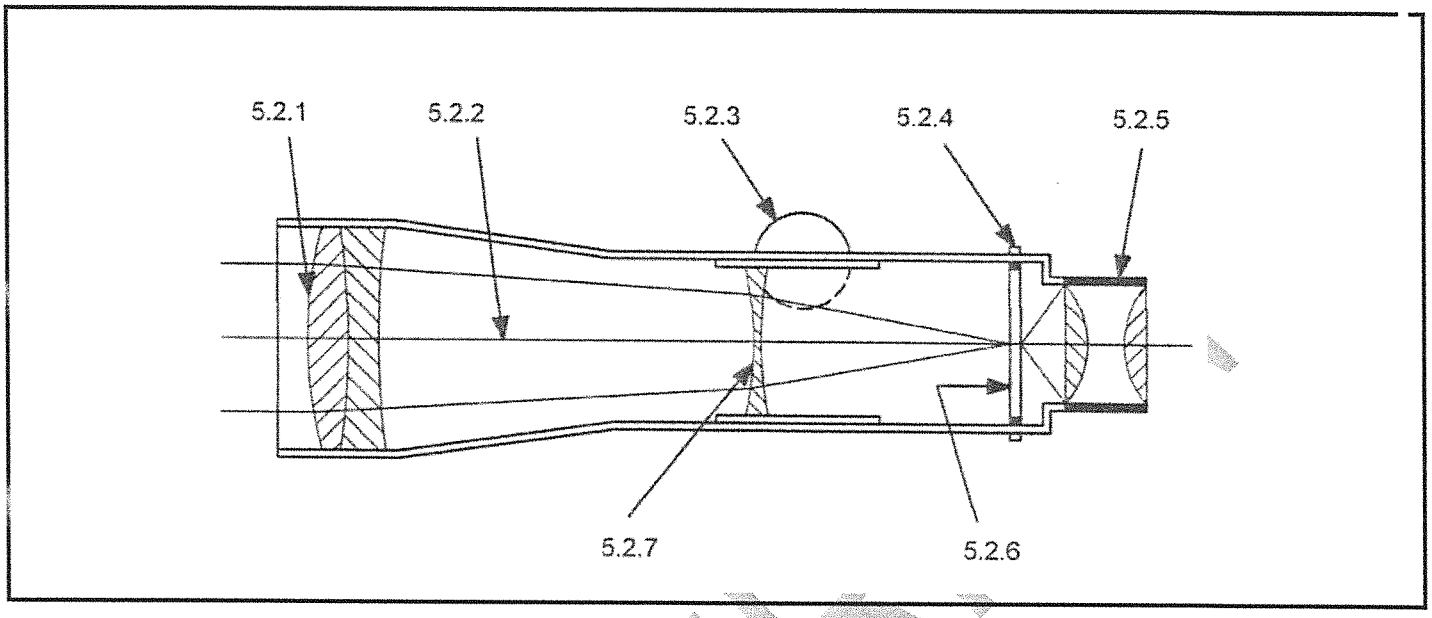

FIGURE 1
5.2 A basic surveying telescope consists of the components as shown in DIAGRAM SHEET 1, FIGURE 1.